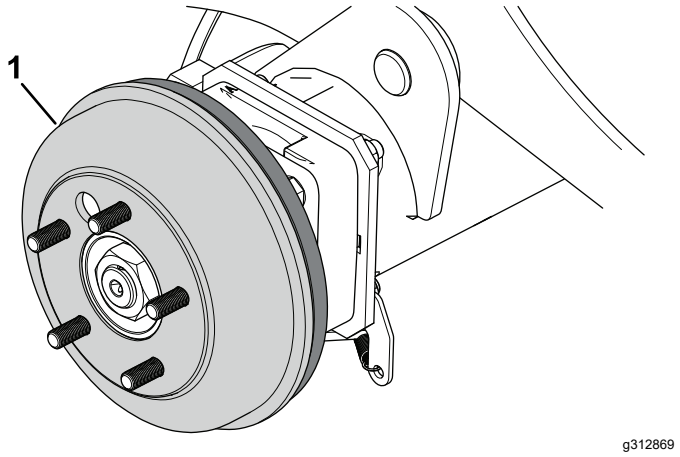

Figure 75
4. Déposez les tambours de frein (Figure 75) à la main.